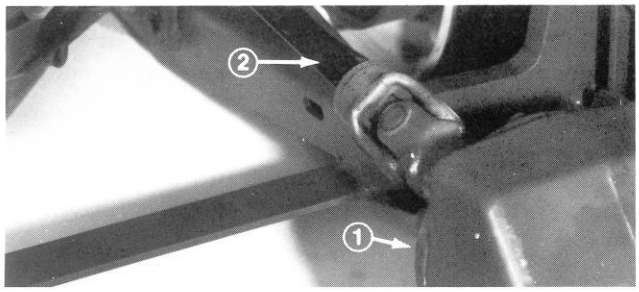
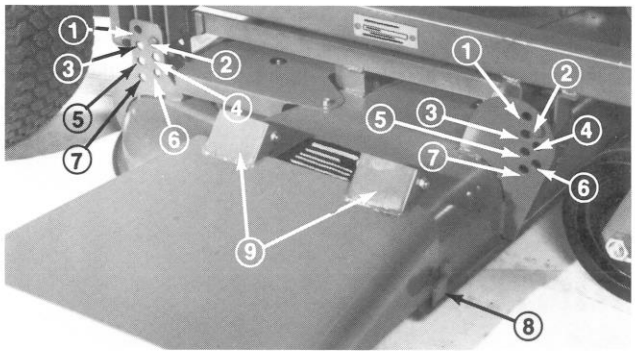

Figure 9
Figure 15
2. Stop engine, remove clevis pins and hairpins from forward and rear height-of-cut brackets (Fig. 15), install cutting unit under frame, align gearcase input shaft with PTO shaft and install shaft (Fig. 9).
4. Install clevis pins through desired height-of-cut bracket holes and frame to secure cutting unit to frame (Fig. 15). Secure all four pins with hairpins.
The height-of-cut is adjustable from 1 to 4 inches (25 to 102 mm) in 1/2 inch (13 mm) increments by relocating four clevis pins in different hole locations in brackets at each corner of the cutting unit (Fig. 15).
The grass deflector (Fig. 15) is a safety device that diverts grass and other foreign objects being discharged downward. Without deflector mounted in place on the cutting unit and spring loaded hinges holding deflector in down position, the blades could hurl grass and foreign objects out the discharge opening with enough force to cause injury or property damage. If the grass deflector or spring hinges are worn, broken or damaged, repair or replace the affected part(s). Never operate cutting unit without deflector mounted on the cutting unit. Always be sure the deflector chute is in the lowest possible position.